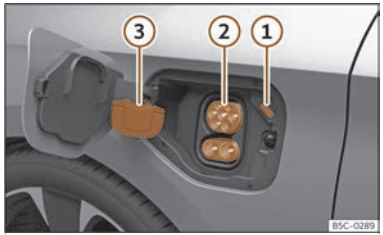

Fig. 63 Behind the battery charging cover on the rear right-hand side.
- Remove the protective cap and hang it on the hook ››› **Fig. 63 ③**
- Plug the charging station's charging connector into the charging socket ››› **Fig. 63 ②**
The LED (charging process indicator) of the charging socket flashes or flashes white ››› **Fig. 63 ①** ››› **page 86**
The charging process indicator on the charging socket ① flashes green ››› **Fig. 63**.
- Tap the **Stop charging** function button on the infotainment system display. The charging process indicator located next to the charging socket ① lights up white ››› **Fig. 63**. The charging connector is unlocked.
- Place the protective cap on the charging socket's lower connection ››› **Fig. 63③**